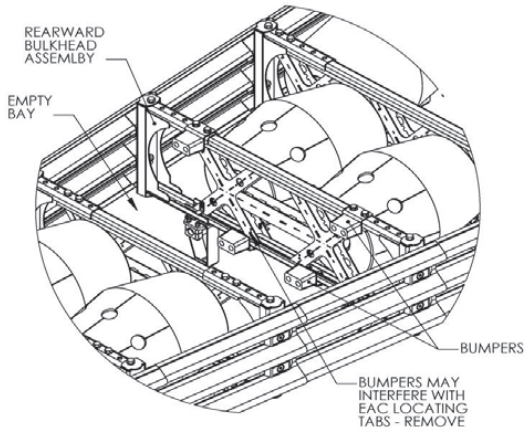

Figure12. Empty Bay Bumpers
Some systems require an empty bay (no Energy Absorbing Cartridges). These systems utilize a Bumper Kit to minimize damage in an impact (Figure 12). The kit includes (4) Bumpers that mount to the rear bulkhead assembly of the empty bay. Two Bumpers mount to the top of the assembly at the Wing to Bulkhead joint using the same hardware. The other two Bumpers mount through the Leg to the Wing – Bulkhead joint.